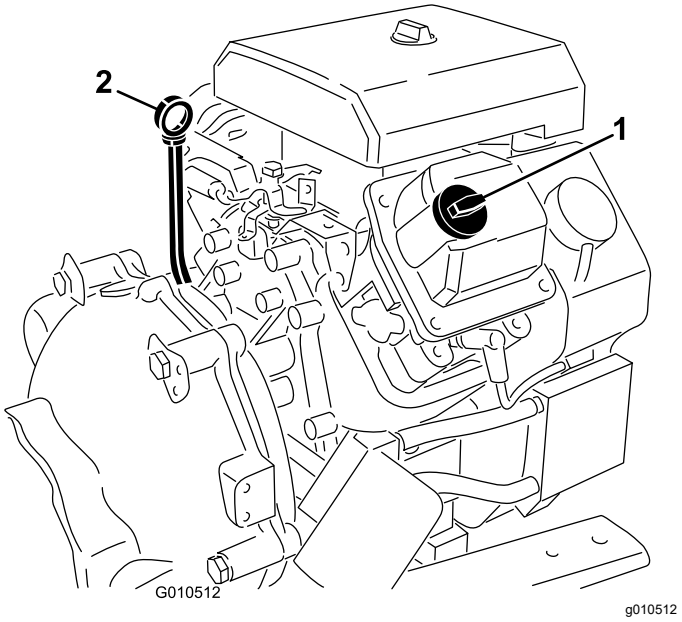

Figura 33
4. Retire la varilla y límpiela con un paño limpio (Figura 33).
7. Si el nivel de aceite es bajo, retire el tapón de llenado (Figura 33) y añada suficiente aceite para elevar el nivel a la marca Lleno de la varilla.